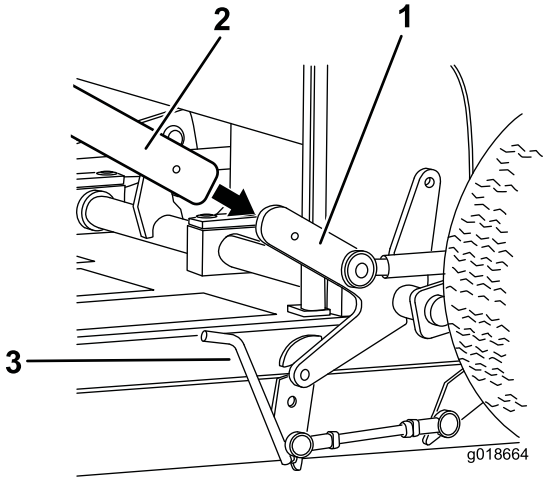

Figur 9
B. Skjut stången på tappen som sitter på lyftarmsenhetens vänstra sida och fäst den med en hjulsprint (Figur 9).